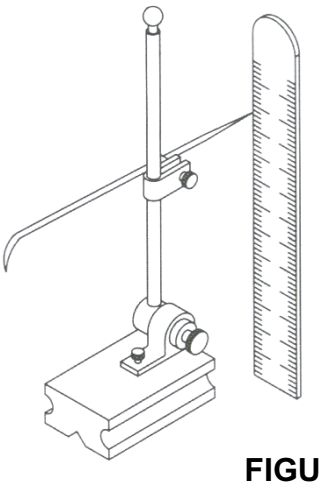

FIGURE 6 (2)
3.5 The sketch in FIGURE 6 shows a reading taken with a surface gauge. What other gauge could be used to obtain the same result?